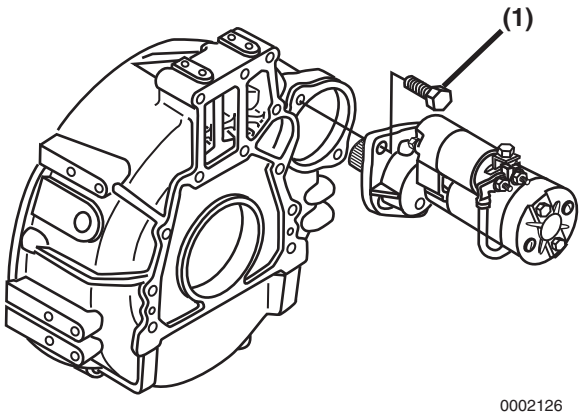

Figure 10-2
3. Remove the starter mounting bolts **(Figure 10-2, (1))**. Remove the starter motor from the flywheel housing.